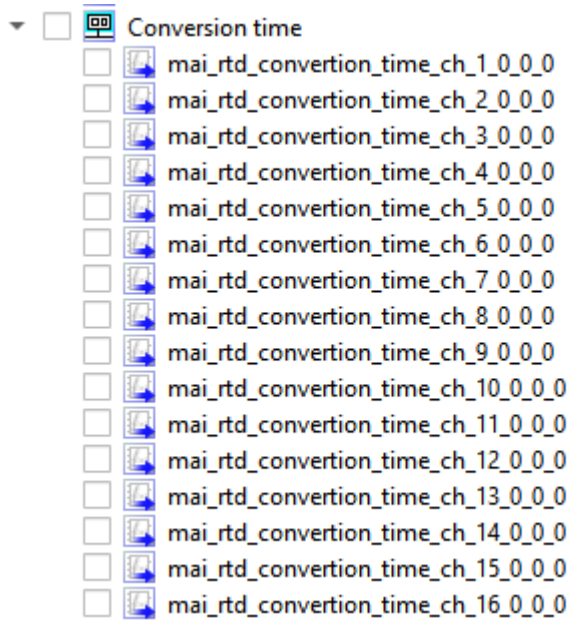

Рисунок 2.16 − Переменные времени преобразования, поступающие с модуля
– считывание времени преобразования. Данная настройка позволяет пользователю получать значение временной отметки преобразования по выбранному каналу в соответствующую переменную mai_rtd_convertion_time_x_y в группе «Convertion time», где x – адрес канала, y – адрес модуля в проекте (рисунок 2.16). Если канал не выбран для считывания времени преобразования, то значения в переменной на соответствующем канале не будут отображаться. Тип данных – UDINT. Указанная метка времени относительная, в микросекундах, по внутреннему счетчику модуля.